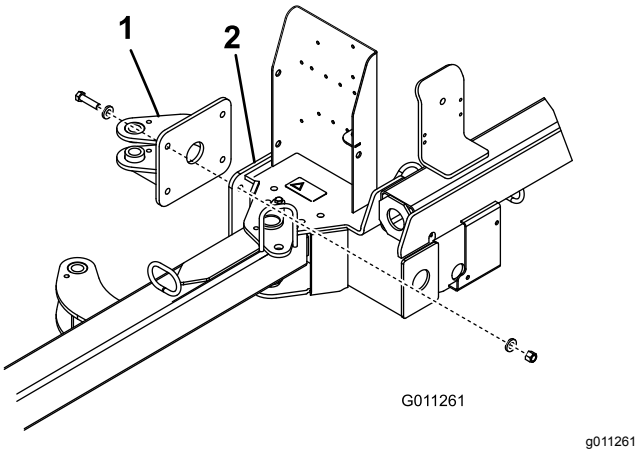

Figuur 5
1. Monteer de achterste lip van de actuator op het frame van de machine met 4 bouten (½" x 2"), 8 platte ringen (0,531" x 0,063"), en 4 borgmoeren (½"). Plaats de onderdelen zoals wordt getoond in Figuur 5.